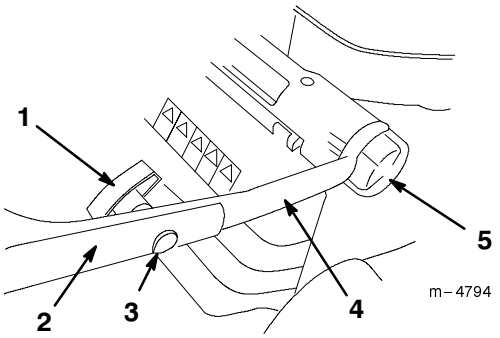

Figur 2
1. Lossa justeringsratten som reglerar handtagets höjd och vrid det nedre handtaget mot gräsklipparens baksida tills det faller på plast i en av höjdinställningar enligt anvisningarna i figur 2. Se *Justering av handtagshöjden*, sida 8 för att ställa in handtagshöjden.
3. Montera på den övre handtagsdelen på den nedre handtagsdelen med de ovala huvudbultarna och handtagsrattarna enligt anvisningarna i figur 2. **Drag åt handtagsrattarna hårt.**